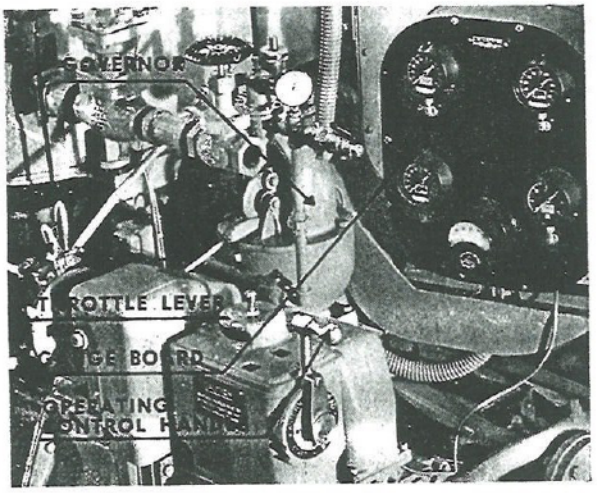

Fig. 66. Operation Controls and Gauge Board
77. ENGINE CONTROLS. Engine controls are located on the front end of the engine on the starboard (right) side. In Fig. 66 the control handle, throttle lever, and gauge board are shown. The gauge board carries most of the essential instruments with the exception of the fuel oil pressure gauge. This gauge is located at the rear of the engine where the fuel transfer pump is installed. Fig. 66 shows the engine controls when they are used for operation from the engine room. In some installations a series of chains and cables are connected with sprockets to extend the controls to the pilot house or some other place on the ship.